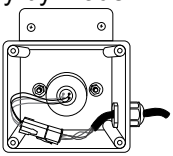

FIGURE 2
2. Once the UV bulb has cooled off remove the CLEAR**RAY** unit enclosure cover (9) and gasket (8) by removing the four screws (10). This will expose the UV bulb and connections, Figure 2.